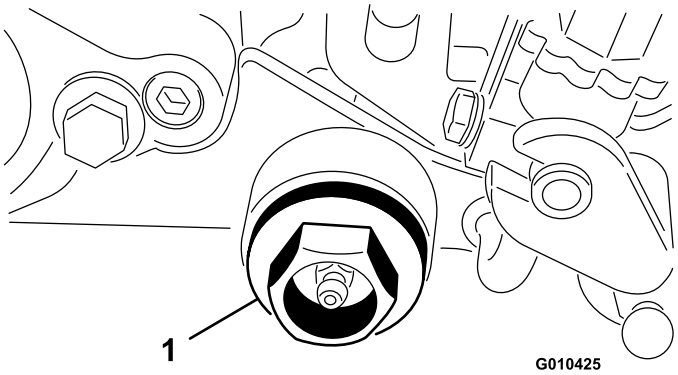

Figur 11
14. Skru slutmuffen ind i trimmerhuset (Figur 11).